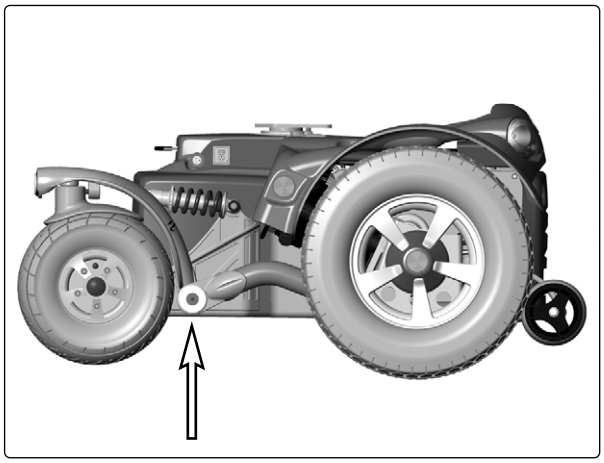

Abb. 24. Vordere und hintere Gelenkarmbefestigung.
4. Entfernen Sie die Gelenkarmhalteschrauben, s. Abb. 24 und 25.